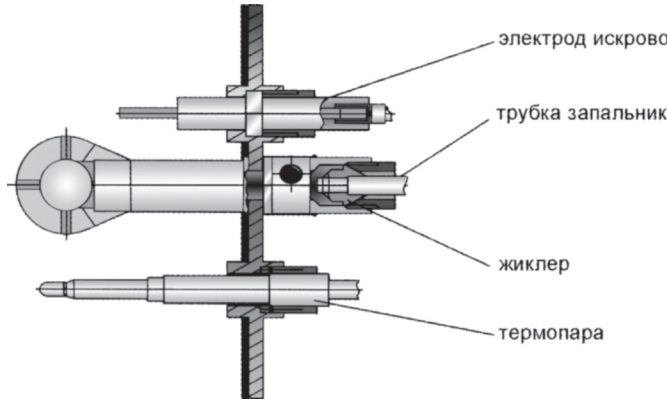

Рис. 2.
6.5. Схема монтажа котла представлена на рис. 2. При монтаже трубопроводов сваркой следует оставлять резьбовые соединения для обеспечения разборки системы при ремонте.